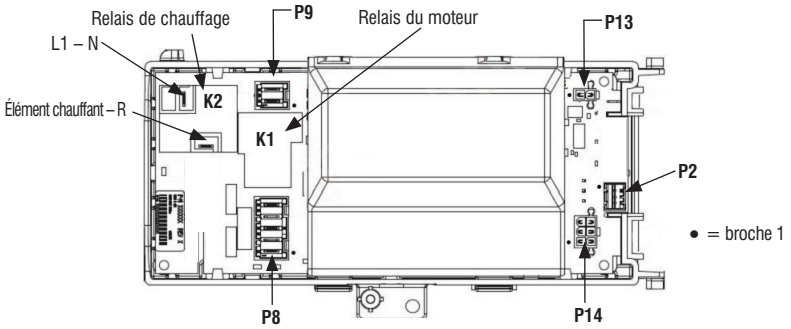
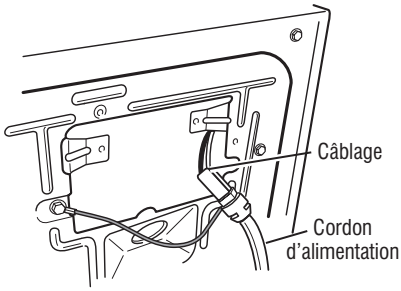
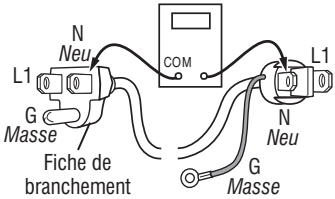

Figure 2 - Brochages et connecteurs du MCA
Figure 5 - Raccordement entre cordon d'alimentation et câblage pour une sécheuse à gaz.
Figure 6 - Bornes du cordon d'alimentation électrique, sécheuse à gaz.
4. MCA V CA – Avec un voltmètre réglé sur courant alternatif **CA**, brancher la sonde noire à P8-3 (N) du MCA et la sonde rouge à P9-2 (L1). (Voir figure 2.) Brancher la sécheuse ou reconnecter la source de courant électrique.
3. Vérifier que le cordon d'alimentation est correctement raccordé au câblage de la sécheuse. Voir figure 5.
5. Avec un ohmmètre, vérifier la continuité entre la broche neutre (N) de la fiche de branchement et la broche P8-3 (conducteur blanc) du MCA. La partie gauche de l'illustration à la figure 6 identifie la position de la broche neutre (N) de la fiche de branchement. Voir également figure 2, page 41.
- ➢ S'il n'y a pas de continuité, défaire la connexion entre le conducteur blanc du câblage principal et le cordon d'alimentation, à l'emplacement indiqué à la figure 5. Tester la continuité du conducteur neutre du cordon d'alimentation selon les indications de la figure 6. S'il y a un circuit ouvert, remplacer le cordon d'alimentation. Sinon passer à l'étape 6.
- ➢ S'il n'y a pas de continuité, contrôler la continuité sur le cordon d'alimentation d'une manière similaire à ce qui est décrit à la figure 6, mais pour le conducteur L1 du cordon d'alimentation.